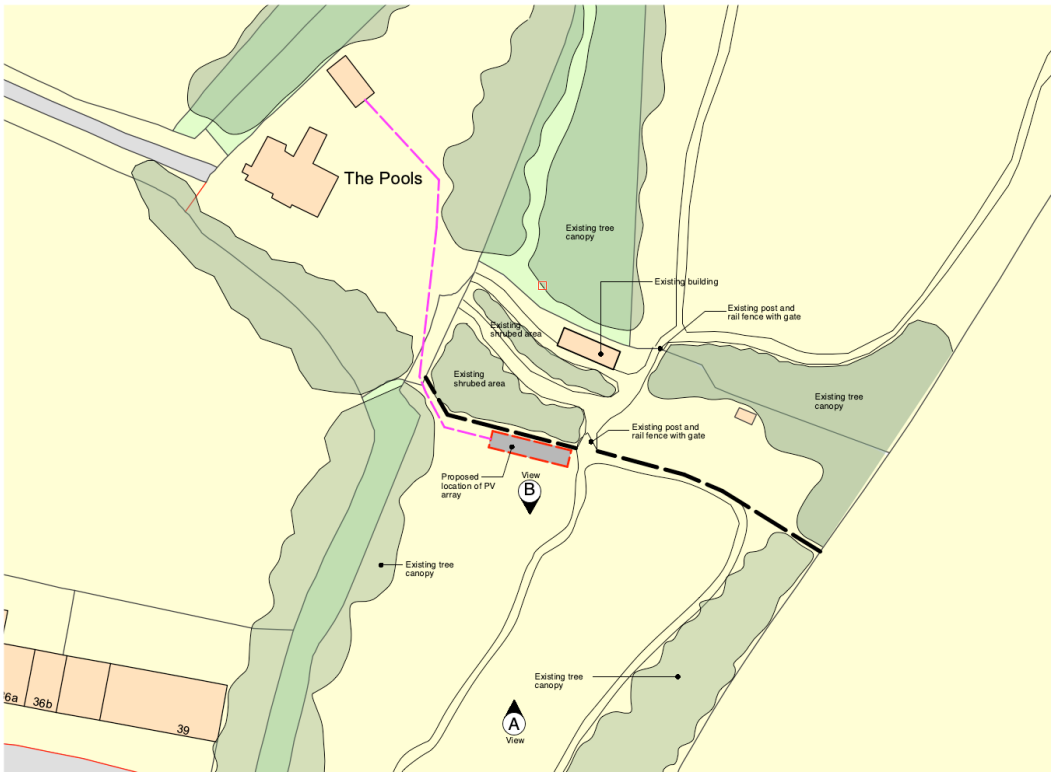

Figure 1 –red line indicating proposed cable route.
This method statement outlines the precautionary measures to protect mobile protected species during the installation of photovoltaic (PV) systems. The installation includes the use of screw piles to support PV array, laying of electrical cables with a mobile trenched digger (see fig.1 below for route), cables will be laid 500mm below ground level in 50mm plastic ducting, backfilled with sand to a level of 150mm and the remainder with earth.